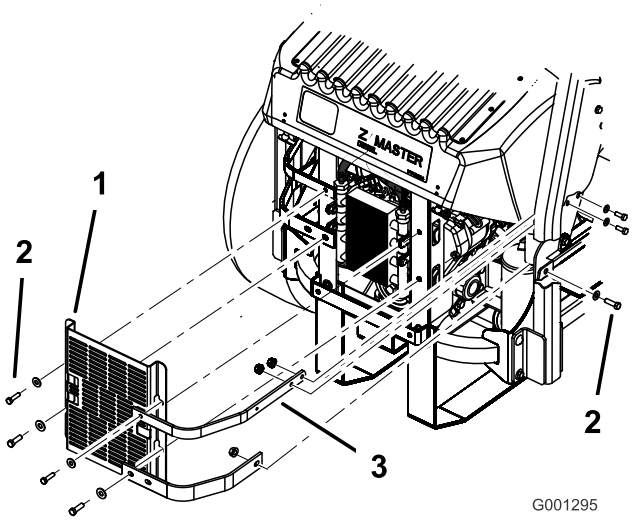

Figur 70
3. Fjern de fire bolte, der fastholder oliekølerens afskærmning til bagstellet (Figur 70).
4. Fjern de tre bolte, der fastholder motorbøjlerne til siden af maskinen (Figur 70).
12. Monter oliekølerafskærmningen og motorbøjlerne på bagstellet med de 4 bolte, som du tidligere afmonterede (Figur 70).
13. Monter motorbøjlerne på siden af maskinen (Figur 70).